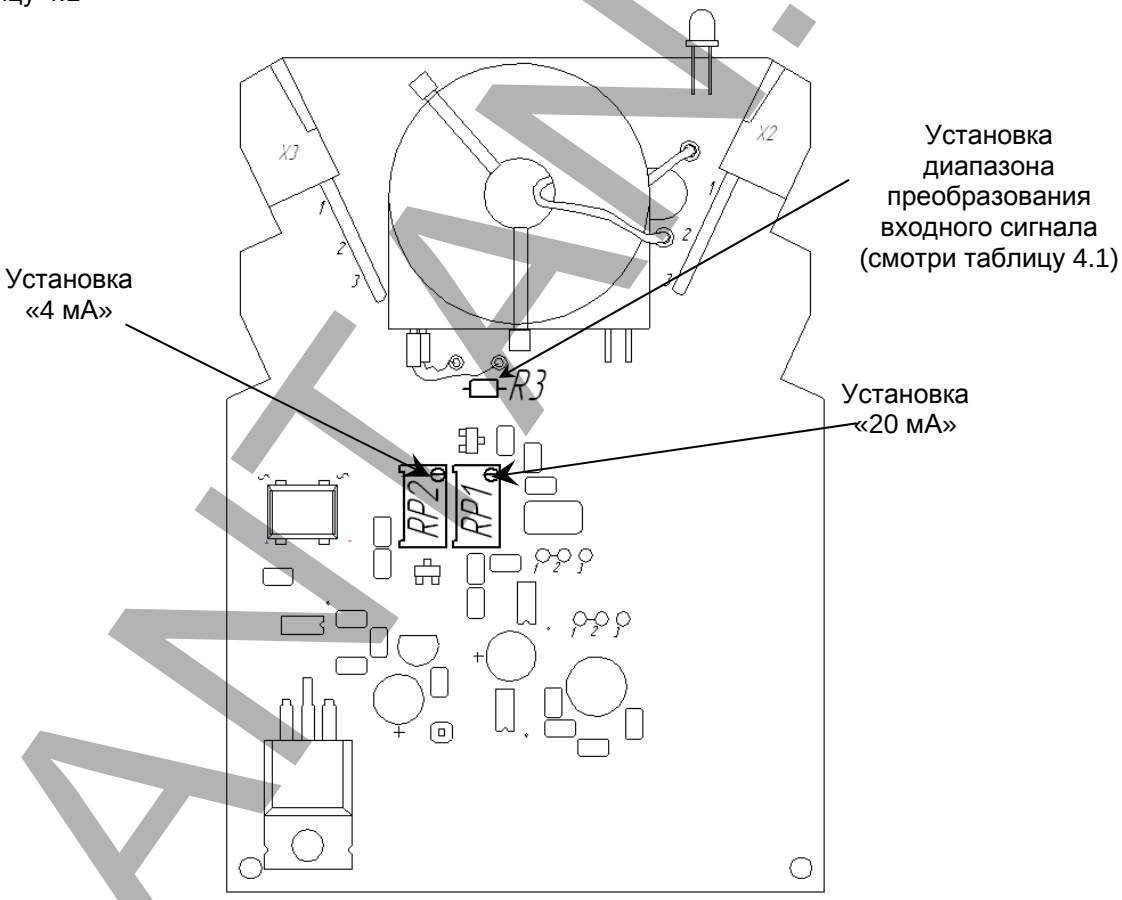

Рисунок 4.2 - Схема расположения органов регулирования и элементов настройки ПНС-430
4.2.4 Для изменения настройки ПНС-430 на другой входной сигнал используйте рисунок 4.2 и таблицу 4.1